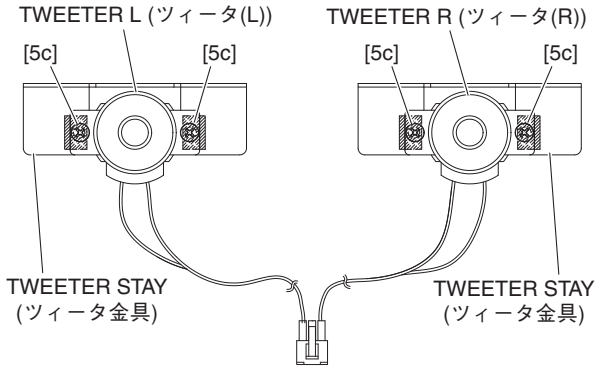

Fig. 4-1（図 4-1）
7-3. Remove the two (2) screws marked [5c]. The tweeter can then be removed from the tweeter assembly. (Fig. 4-1)
7-3. [5c] のネジ 2 本を外し、ツィータ Ass' y からツィータを外します。(図 4-1)